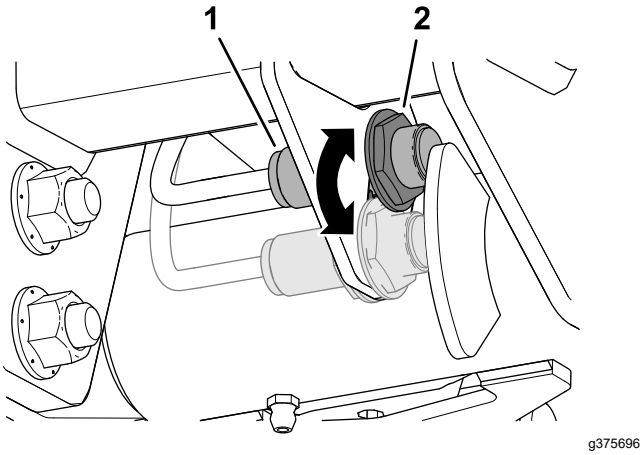

Figuur 53
3. Draai de contramoer los waarmee de schakelaar van de hefarm bevestigd is aan de schakelaarplaat (Figuur 53).